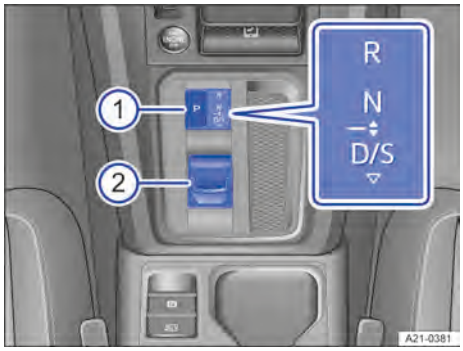

**Fig. 98** Palanca selectora de la caja de cambios automática con tecla para el bloqueo de aparcamiento.
Con el encendido conectado, en la pantalla del panel de instrumentos y en la parte inferior de la consola central se muestra la posición seleccionada de la caja de cambios → fig. 98.
Para engranar el bloqueo de aparcamiento, pulse la tecla **P** → fig. 98 ①.
Para cambiar entre las relaciones de marcha **D** y **S**, empuje ligeramente la palanca selectora → fig. 98 ② hacia atrás.